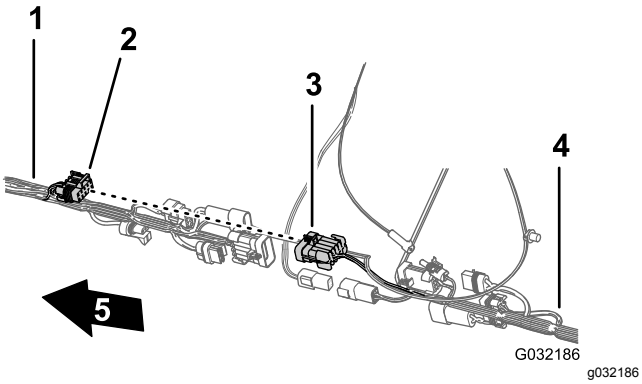

Figur 115
2. Anslut kontakten med tio uttag på det främre kablaget för sprutarkablagekopplingen till kontakten med tio stift på det bakre kablaget för sprutarkablagekopplingen (Figur 115).